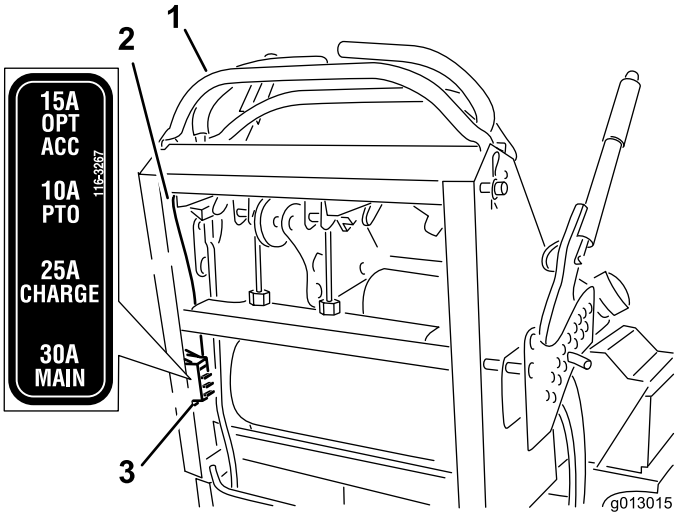

Figur 55
2. Træk sikringen ud for at fjerne og udskifte den (Figur 55).